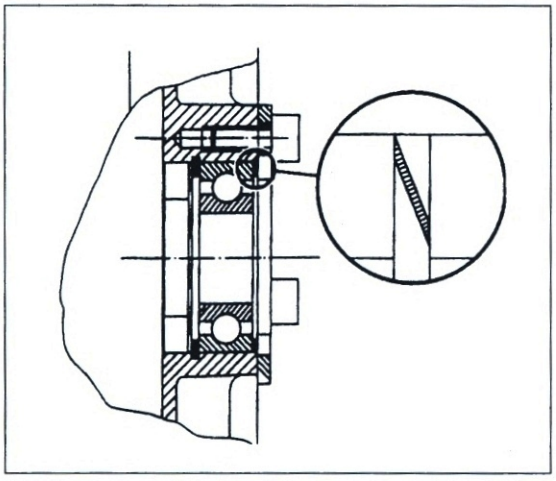

Bild 186
- Tellerfeder mit grossem Durchmesser zum Lager hin einsetzen (Bild 186).